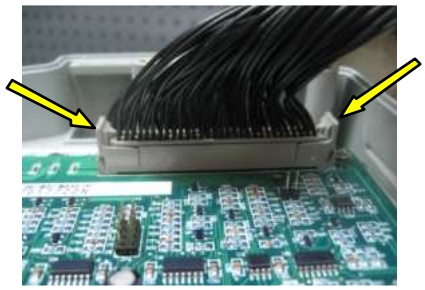

Рис. 7.13
7.6.2. Вставить разъем шлейфа ЦП в ответную часть на плате центрального процессора и сжать боковые фиксаторы (рис. 7.13).